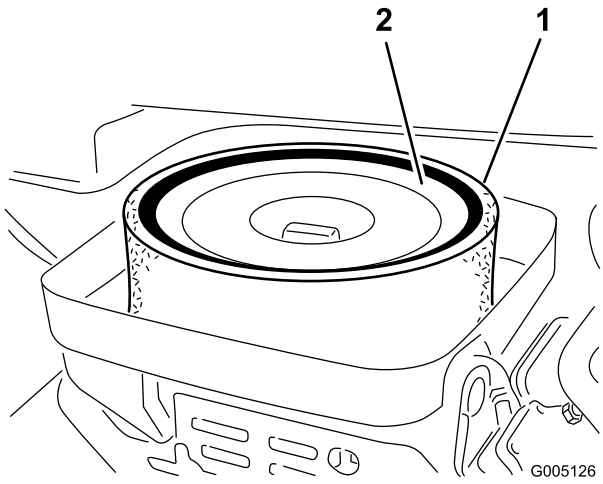

Figur 33
3. Ta bort skumgummidelen från pappersinsatsen om den är smutsig (Figur 33). Rengör den ordentligt på följande sätt: